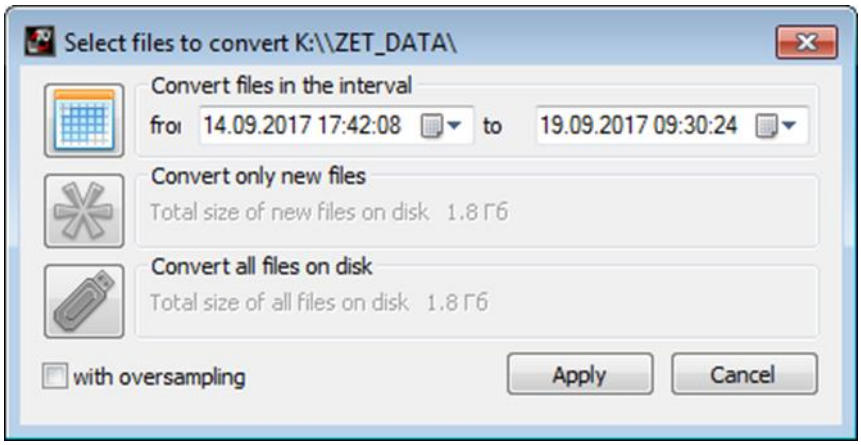

Figura 3.3 Ventana “Select files to convert”
La secuencia del copiado de las señales registradas en el equipo ZET 7152-N-VER.3 a la PC es la siguiente: 1) Iniciar el programa ZETLAB, 2) Conecte el cable USB “” al puerto del equipo ZET 7152-N-VER.3 y el puerto libre USB en la PC. 3) El programa para guardar archivos y la conversión (*Figura 3.3*) se iniciará automáticamente.
***Nota**: En caso de que se active la tecla Cancelar “Cancel” de la ventana Seleccionar archivos para convertir “Select files to convert” (Figura 3.3), se cerrará la ventana correspondiente. El siguiente inicio del programa para la copia y conservación de archivos puede iniciarse por medio de la conexión del cable USB.*